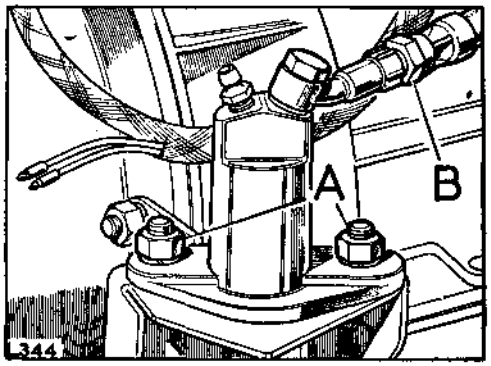

**Fig. B1-11. Slave cylinder fixings (latest type cylinder shown)**
2. Slacken the hydraulic fluid inlet pipe at the slave cylinder. Fig. B1-11 refers.